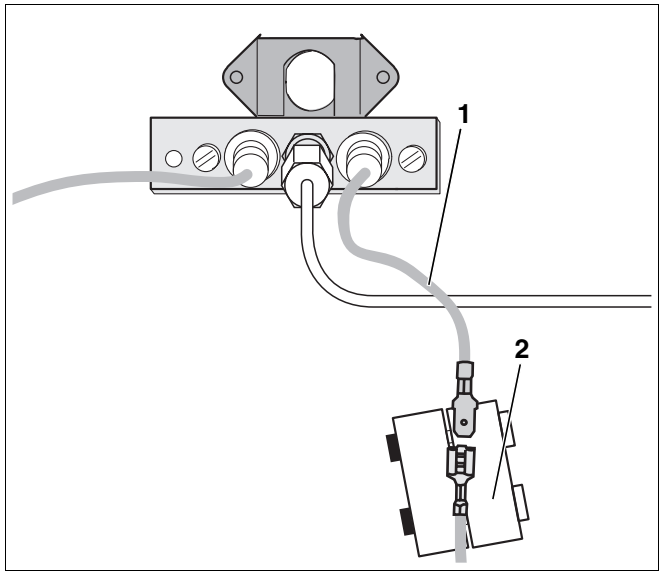

Afb. 11 Aanrakingsbeveiliging verwijderen
- Verwijder de aanrakingsbeveiliging (afb. 11, **pos. 2**) aan de ionisatiekabel (afb. 11, **pos. 1**) en maak de stekkerverbinding los.